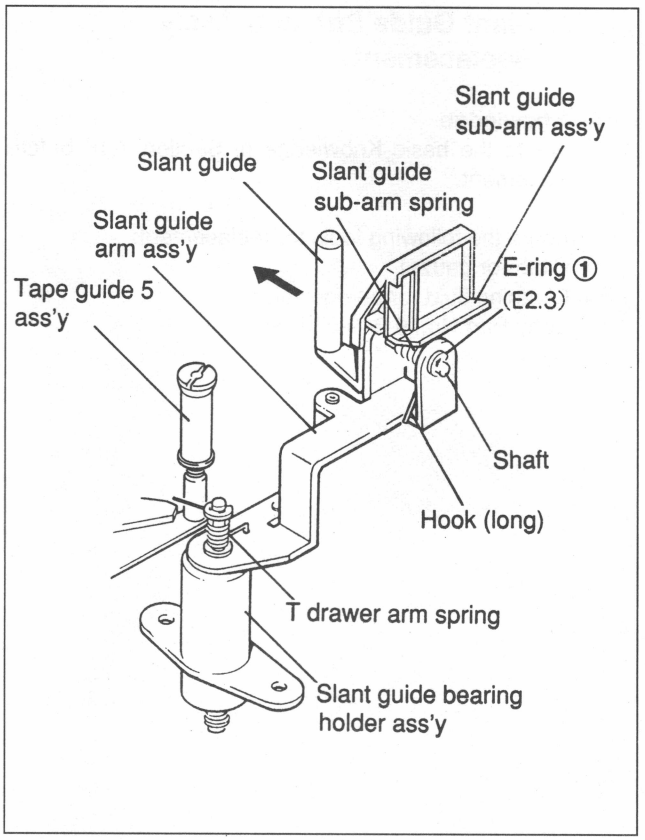

Fig.7-16-4 Slant Guide Ass'y
3. Slant Guide Sub-arm Ass'y Removal (Fig. 7-16-4)